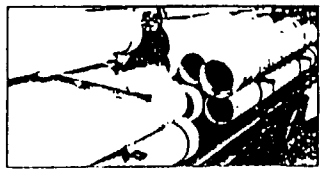

Fig 3
10. Place chocks between the next two lengths of pipe in the top row, and unload the next outside length as shown. (Figure 3)